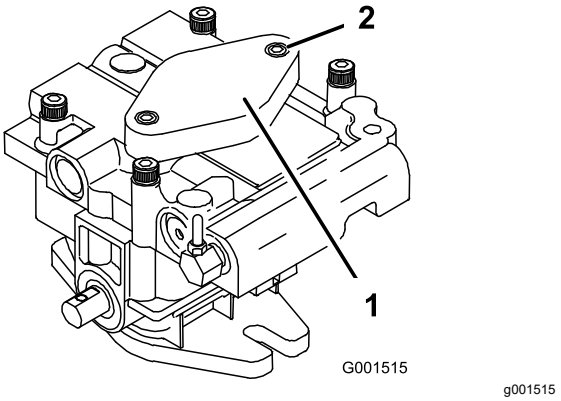

Figuur 44
B. Draai de twee inbusbouten (Figuur 44) niet meer dan 1-1/2 slag.